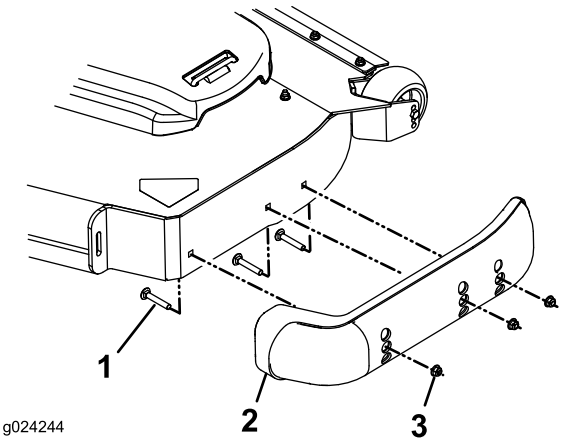

Figuur 30
3. Verwijder de slotbouten en de moeren van de glijders (Figuur 30).